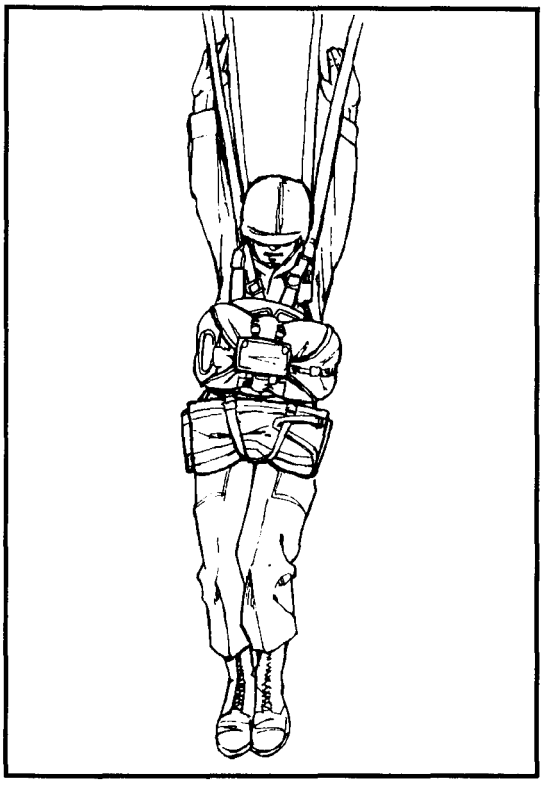

Figure 3-5. Wire landing attitude.
(3) ***High tension wire landing.*** The parachutist does the following if unable to avoid high tension lines when landing (Figure 3-5):